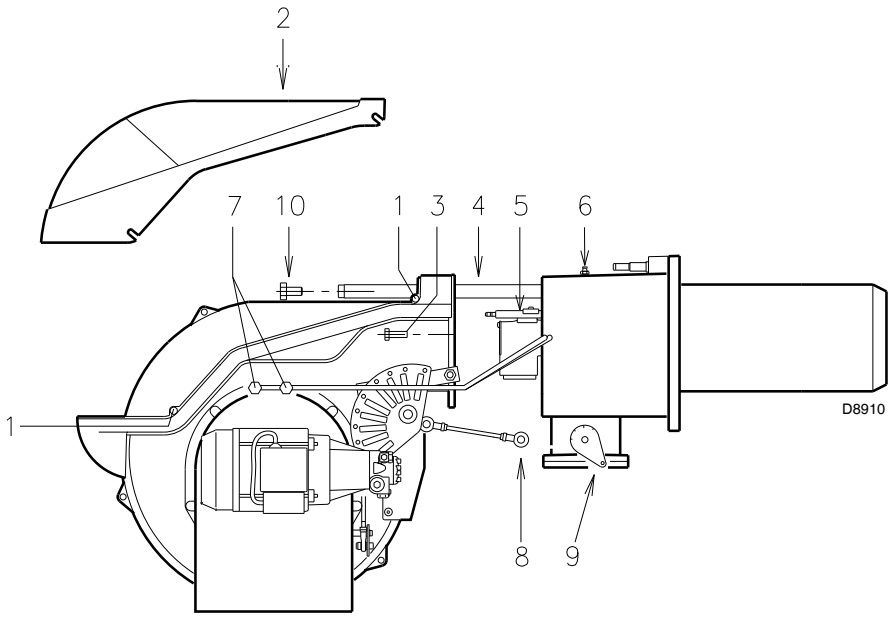

Fig. 45
Open the burner and make sure that all components of the combustion head are in good condition, not deformed by the high temperatures, free of impurities from the surroundings and correctly positioned. If in doubt, extract the internal part 5)(Fig. 45).
- ➤ Loosen screws 1)(Fig. 45) and withdraw the cover 2).